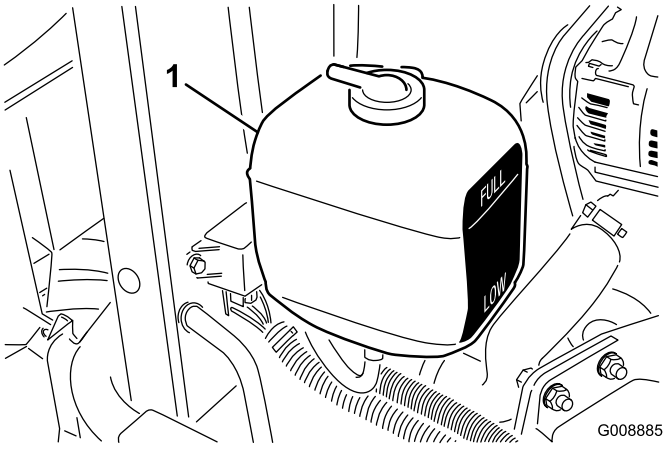

Figuur 23
1. Controleer het koelvloeistofpeil in de expansietank (Figuur 23). Als de motor koud is, behoort het koelvloeistofpeil ongeveer halverwege tussen de markeringen op de zijkant van de tank te staan.